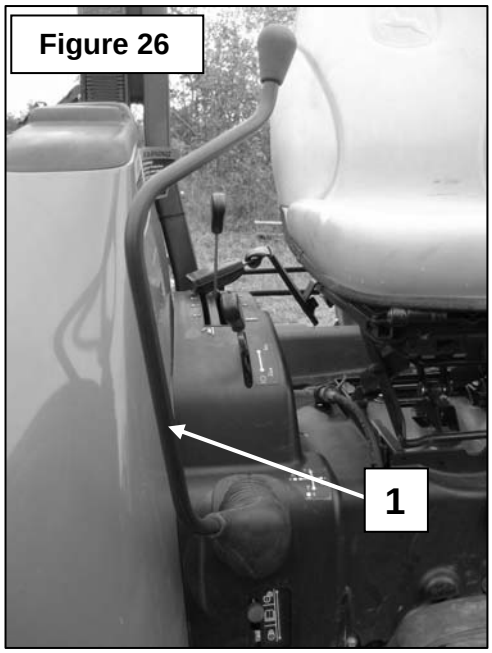

Figure 26
13. **Figure 26:** If the optional switchbox is used, bring the harness close to the front loader control lever (item 1).